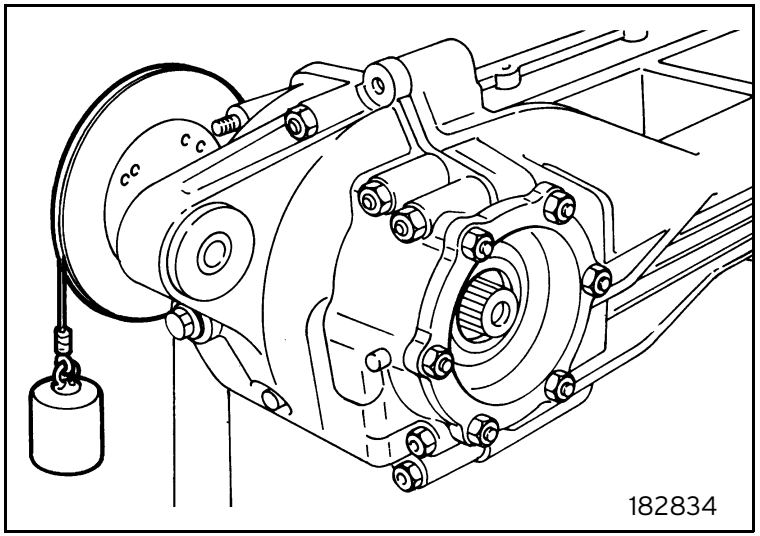

Fig. 34
- Fit a suitable tool for measuring the rolling torque on an axle shaft flange (figure 34).